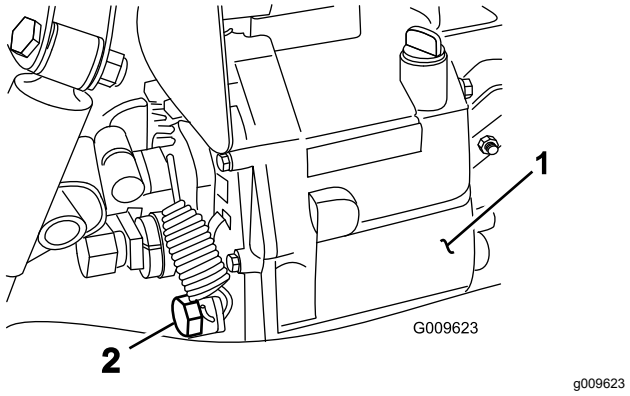

Figuur 71
2. Verwijder de aftapplug uit de zijkant van het reservoir en laat de hydraulische vloeistof in een opvangbak lopen (Figuur 71).